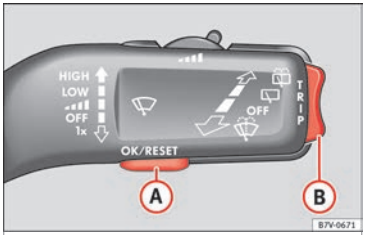
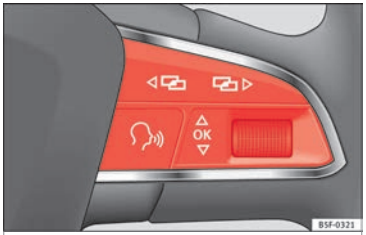

Afb. 44 Ruitenwisserhendel: toetsen om de menu's van het instrumentenpaneel te gebruiken.
Afb. 45 Multifunctiestuurwiel: toetsen om de menu's van het instrumentenpaneel te gebruiken.
- Als er een melding of pictogram van de wagen verschijnt, op de toets OK (››› afb. 44 A o bien ››› afb. 45) drukken.
- Duw de tuimelschakelaar ››› afb. 44 B naar boven of onderen, of draai aan het kartelwieltje van het multifunctiestuurwiel tot de gewenste optie van het menu aangeduid is.